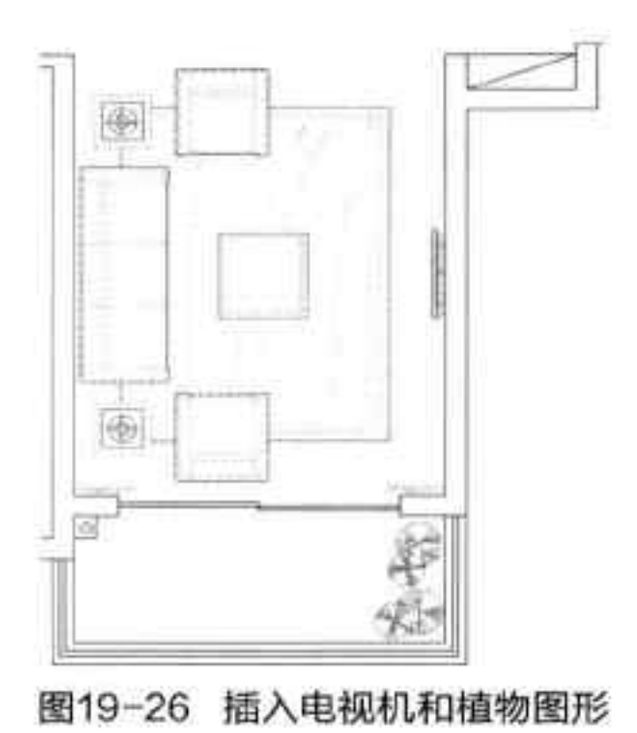

图19-26 插入电视机和植物图形
Step 11 重复上述操作，继续添加电器图块中的电视机图形和植物图形，如图19-26所示。